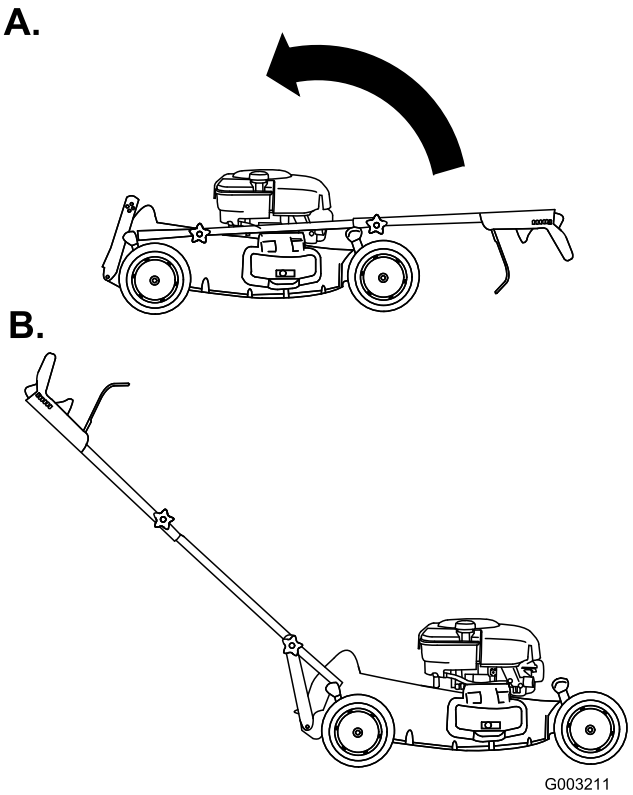

**Figuur 5**
4. Draai de handgreep naar achteren (Figuur 5).